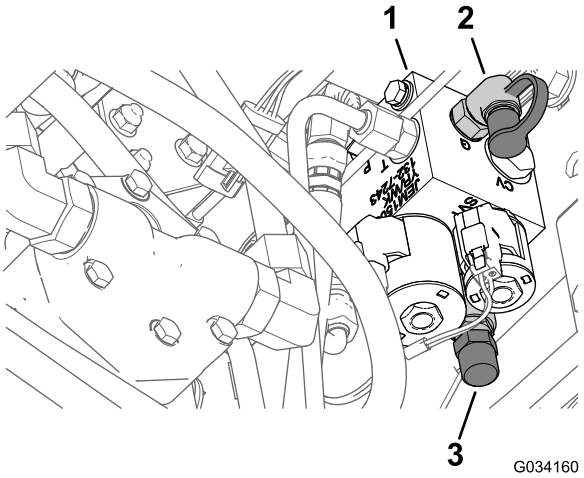

Figur 16
3. Koble en trykkmåler til teståpningen bak venstre løftemanifold (Figur 16).
4. Foran på løftemanifolden fjerner du hetten fra vektoverføringsspolen (Figur 16).
5. Løsne låsemutteren nederst på vektoverføringsspolen (Figur 16).